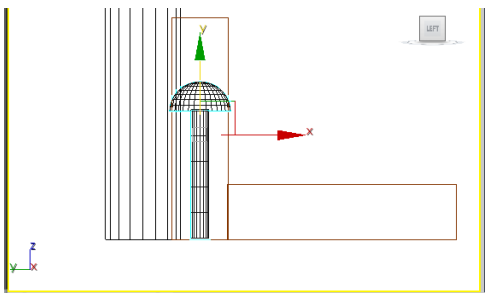

Figure 2-78 *Alignment of cap and body*
11. Next, align *cap* and *body* of the rivet in the Left viewport using the **Select and Move** tool, as shown in Figure 2-78.